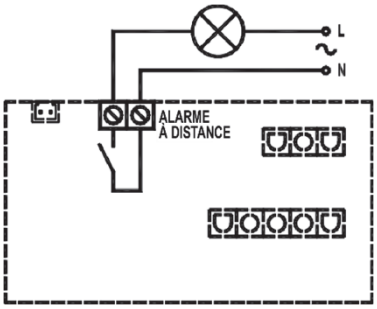

FIG. 2
3. Connecter le circuit d'alarme aux borniers (voir FIG. 2).